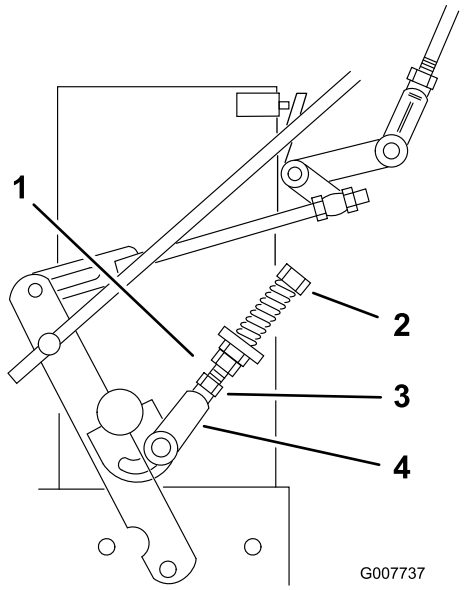

Figur 32
9. Om hjulet roterar när du håller drivningsspaken i neutral behöver neutralreglagelänken justeras (Figur 32). Om hjulet stannar går du vidare till steg 12.
10. Lossa muttern mot neutralreglagelänkens ok (Figur 32).
11. Justera neutralreglagelänken tills respektive drivhjul stannar när drivningsspaken dras mot neutralfjädern (neutralläget) (Figur 32).
12. Vrid justerbulten ca ett kvarts varv medurs om hjulet roterar bakåt och ca ett kvarts varv moturs om det roterar framåt (Figur 32).